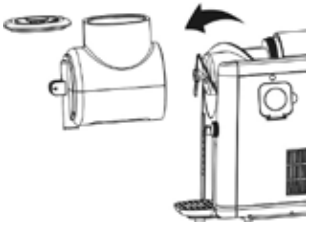

Fig. 8
16. Ruotare il recipiente di miscelazione in senso antiorario e staccarlo dal corpo base procedendo con cautela (Fig. 8).